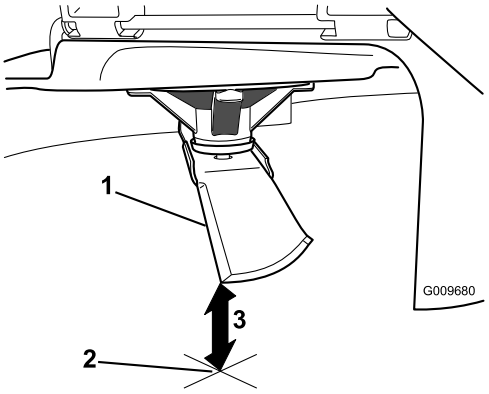

Figuur 52
5. Meet de afstand tussen het uiteinde van het mes en de vlakke ondergrond (Figuur 52).